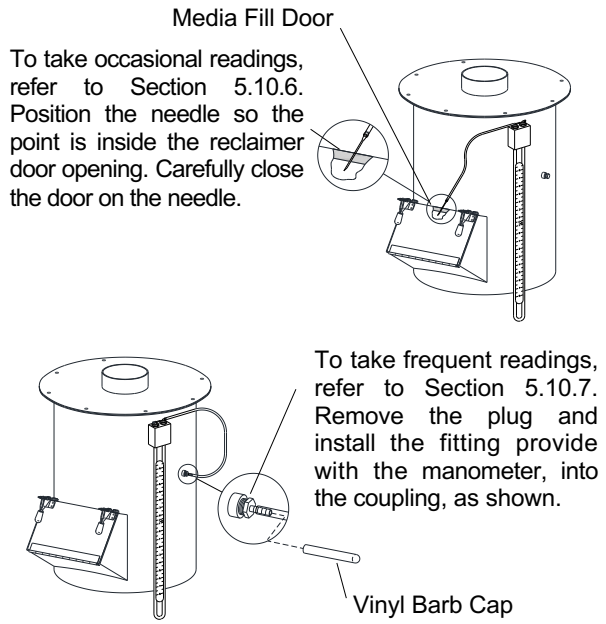

Figure 27
NOTE: These instructions and the illustrations in Figure 27 show two methods for taking static-pressure readings (negative pressure) on Pulsar reclaimers. Use the method best suited for the application. The instructions explain the processes for taking occasional readings and show how to install a fitting in the reclaimer body for taking frequent readings. Taking readings at different locations could produce slightly different readings. The readings are reference points, so readings should be taken using the same method each time they are taken.
5.10.4 Attach the manometer at a convenient location, as shown in the example in Figure 27. Magnets on the manometer hold it onto any metal surface on the power module. The manometer must be vertical, so the fluid is level on both sides.
5.10.6.1 A **n**eedle used to take occasional readings is provided with the manometer kit. Leave the needle protector on the needle and insert the needle into the unused end of the manometer tubing. The ends of the tubing must fit tightly on the manometer and needle, as leaks will give inaccurate readings. Open the reclaimer's media fill door, remove the needle protector, and place the needle so the point is inside the door opening. Carefully close the door on the needle. The side of the needle embeds into the rubber door gasket, as shown in Figure 27, creating an airtight seal. Proceed to Paragraph 5.10.8 to take readings.
5.10.7.1 Remove the pipe plug from the 1/4" NPT coupling located on the side of the reclaimer. Apply thread sealant to the male threads of the 1/4" NPT barb fitting provided with the manometer, and install the fitting into the coupling, as shown in Figure 27.